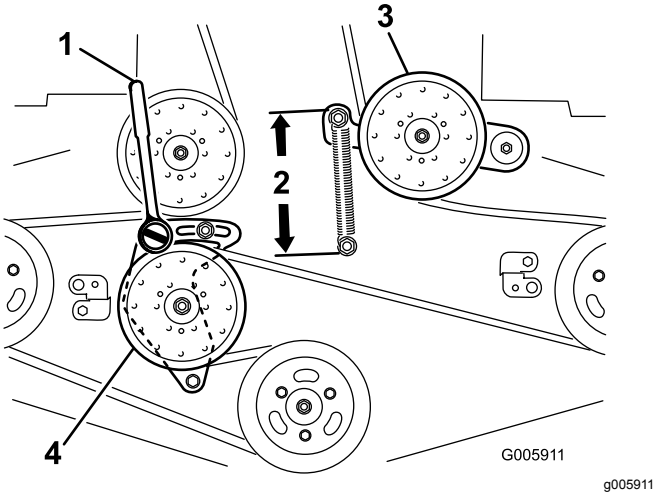

Figur 69
6. Løsn den faste styrearm, og juster den for at mindske remspændingen (Figur 69).
9. Isæt en skralde med en kort udvidelse eller en afbryderbøjle i det firkantede hul i den faste styrearm (Figur 69).
11. For at øge remspændingen skal du dreje skralden eller afbryderarmen mod uret for at flytte den faste styrearm, indtil der er en afstand på 16,5 cm mellem fjederkrogene (Figur 69).